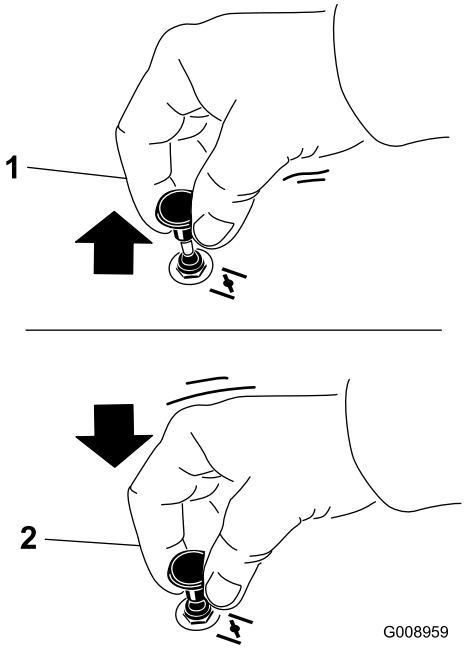

Figur 15
2. Træk op i chokerhåndtaget for at aktivere chokeren, før tændingskontakten tages i brug (Figur 15).
3. Tryk chokeren ned for at deaktivere chokeren, når motoren er startet (Figur 15).